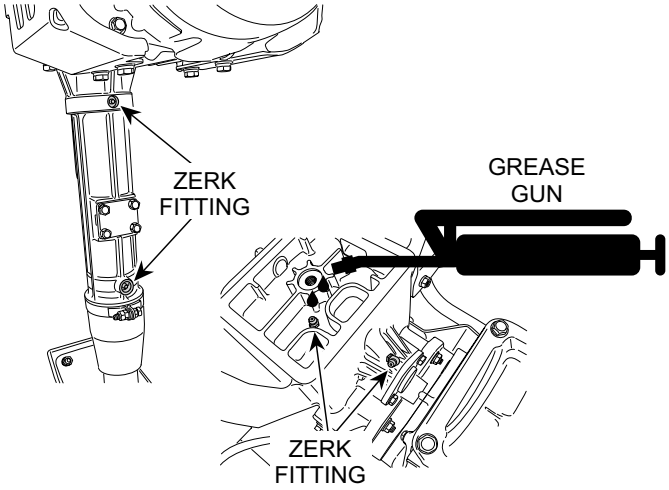

Figure 6. Lubrication Points
1. There are ***four*** grease fittings (Figure 6) that require lubrication of the main spring and crankcase. Lubricate these fittings as outlined in the maintenance section of this manual.